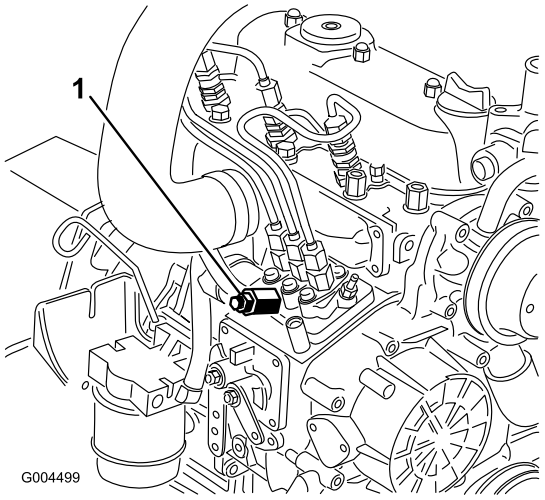

Figuur 47
3. Leg een doek onder de ontluchtschroef op de brandstofinjectiepomp en draai deze open (Figuur 47).